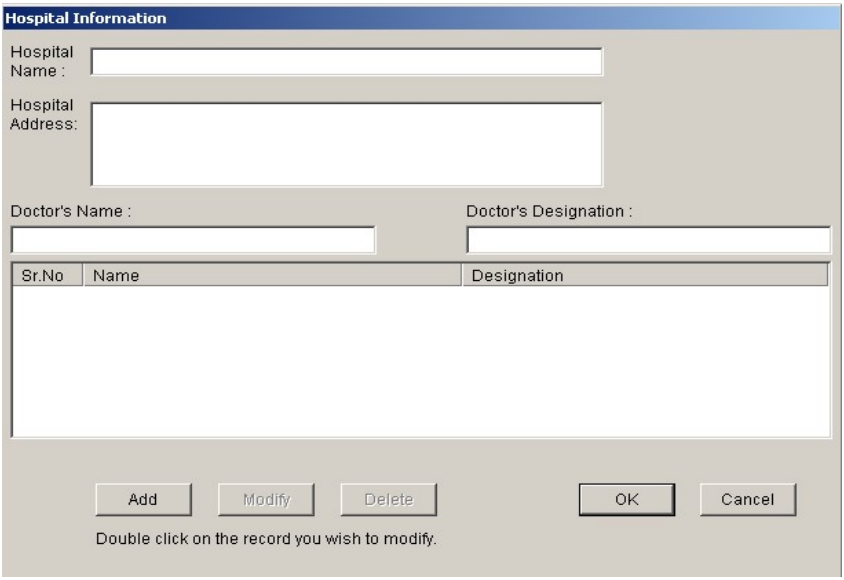

Figure 3.2: Hospital configuration.
2. A window will appear on the screen as shown in fig. 3.2.